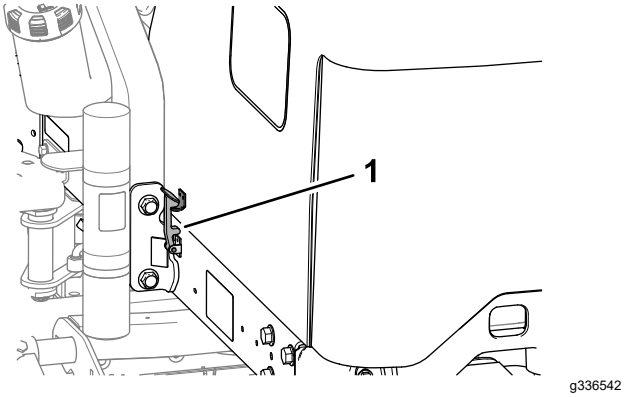

Figur 43
2. Vri panseret opp og tilbake (Figur 43).